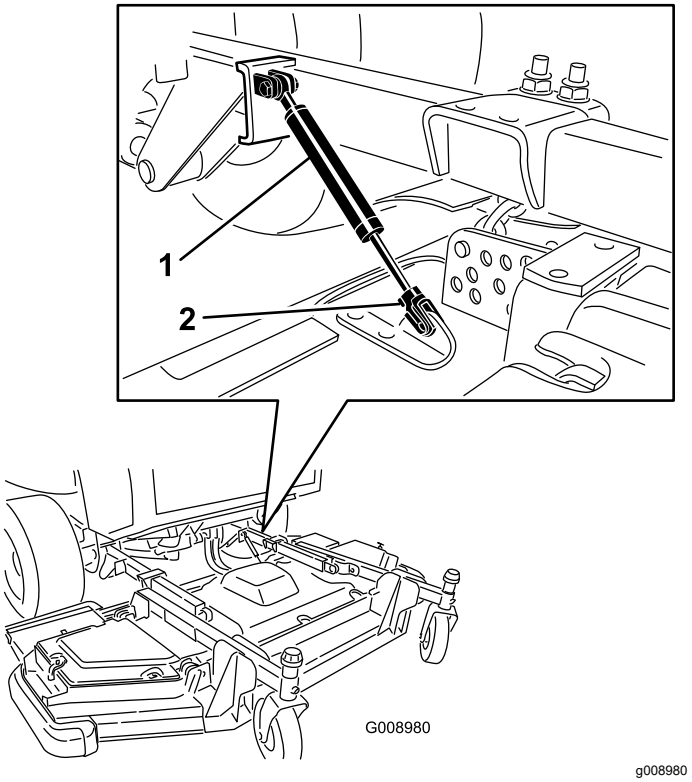

Figur 135
3. Demontera hållarklämman och koppla bort motviktssystemet från klippenheten (Figur 135).